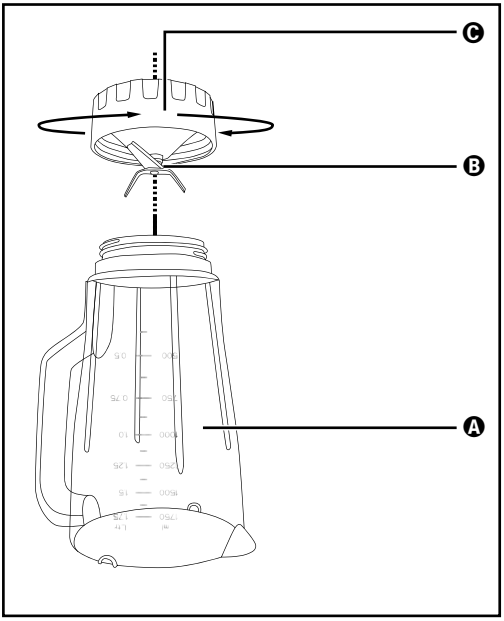

Bild 3
2) Vänd på produkten och vrid den undre plastdelen Ⓒ på mixerbehållaren ❸ motsols så att den kan tas loss från mixerbehållarens ❸ överdel Ⓐ (se bild 3).